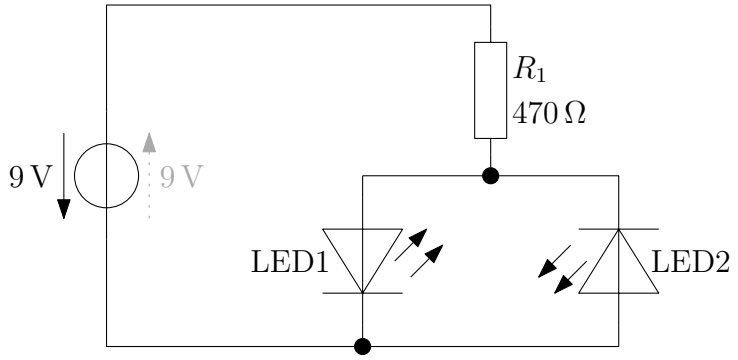

Abbildung 2.2: Experiment – LEDs in Durchlass- und Sperrrichtung
**Versuchsaufbau und -durchführung** Bauen Sie die Schaltung nach Abb. 2.2 auf.
- Verbinden Sie die Batterie zunächst so mit der Schaltung, dass ihr Pluspol gemäß Abb. 2.2 „oben“ angeschlossen ist und ihr Minuspol „unten“.